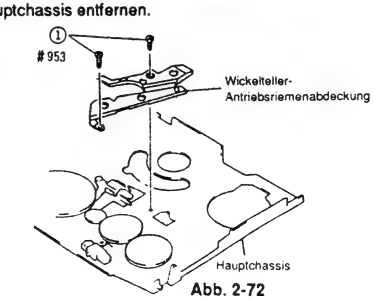

Abb. 2-72
1) Zwei (2) Befestigungsschrauben der Wickelteller-Antriebsriemenabdeckung entfernen (siehe Abb. 2-72).